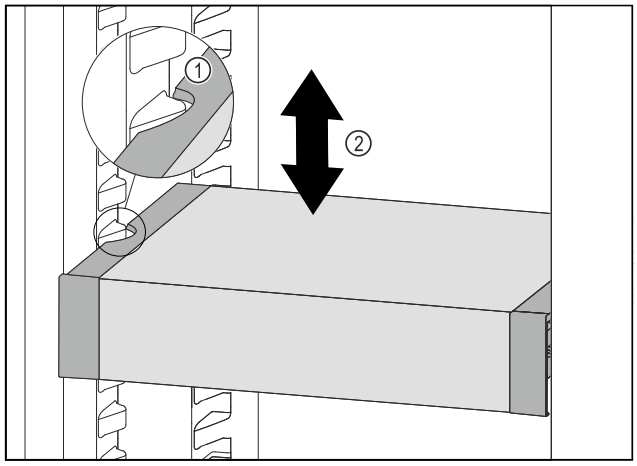

Fig. 112
▶ Pavelciet VarioSafe uz priekšu, līdz VarioSafe sānu padziļinājumi atrodas tvertnes ribas augstumā ledusskapja nodalījumā. *Fig. 112 (1)*
▶ Pārvietojiet VarioSafe ledusskapja nodalījumā uz augšu vai uz leju, līdz ir sasniegts vajadzīgais augstums. *Fig. 112 (2)*